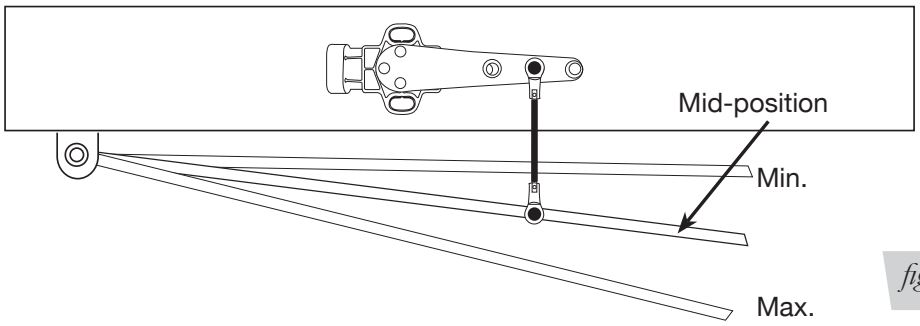

*fig. 23*
2. Next put the suspension in the mid-position with respect to full suspension travel (fig. 23).